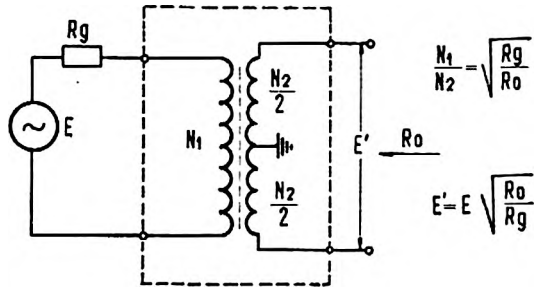

Rys. 11: Antena sztuczna FM
4.3. Przy strojeniu toru FM sygnał z generatora należy doprowadzić do gniazda anteny UKF przez antenę sztuczną FM (rys. 11).
5.3. Generator sygnałowy FM podłączyć do gniazda anteny UKF przez antenę sztuczną FM (rys. 11) i zmodulować go sygnałem pilota (10%).